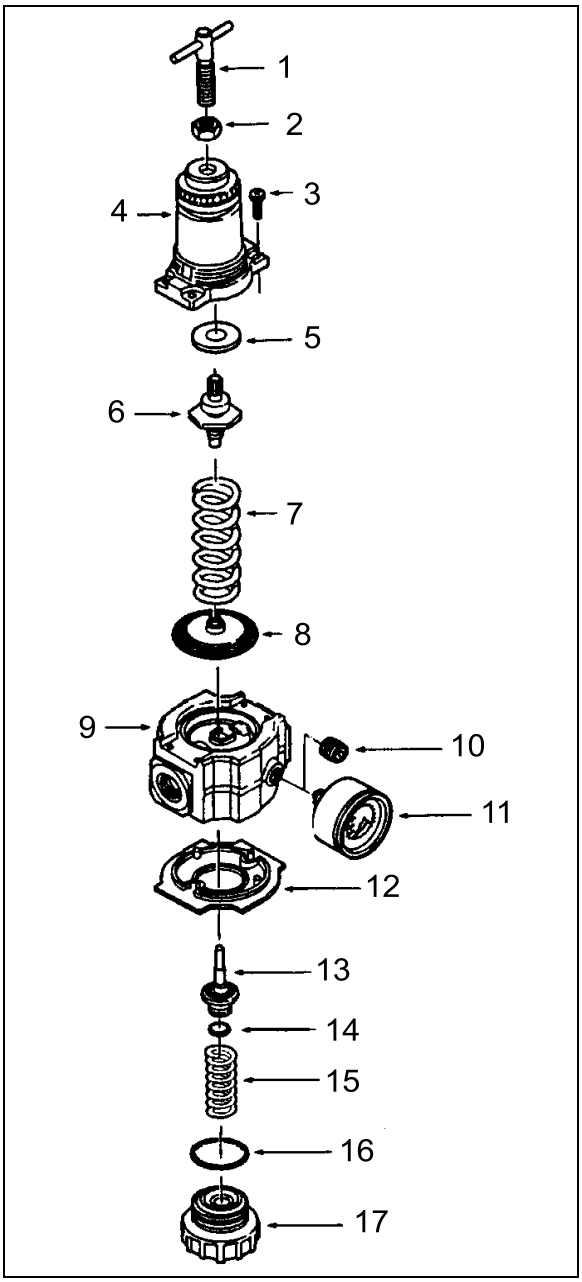

FIGURE 42: AIR PRESSURE REGULATOR 16035
1. Before turning on system air pressure, release jam nut (2, Figure 42) then turn regulator adjustment handle counter-clockwise until the load is removed from the regulating spring.
5. Tighten jam nut (2,Figure 42) to lock pressure setting.
1. Shut off inlet pressure and reduce pressure in inlet and outlet lines to zero. Turn regulator adjustment handle (1, Figure 42) counterclockwise until all load is removed from regulating spring. Regulator can be disassembled without removal from air line.
1. Lubricate O-ring (14 and 16, Figure 42), valve stem (13), tip of adjusting screw (1), and the outer circumference and both sides of the thrust washer (8) with a light coat of good quality O-ring grease.